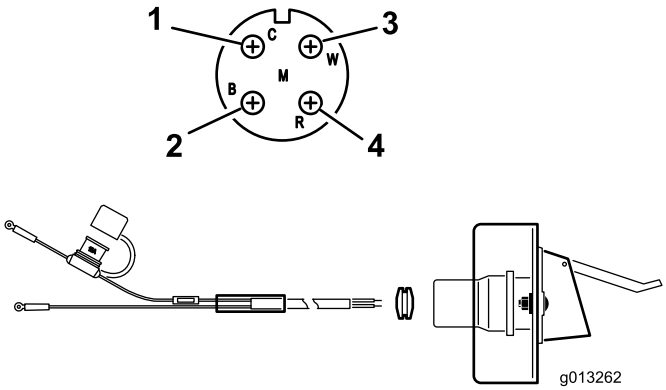

Figur 9
2. Dra elkablarna från batteriet till elkontaktfästet och fäst dem (Figur 9).
3. Dra ledningarna genom uttagsfästet och montera en svart gummihylsa runt dem (Figur 9).